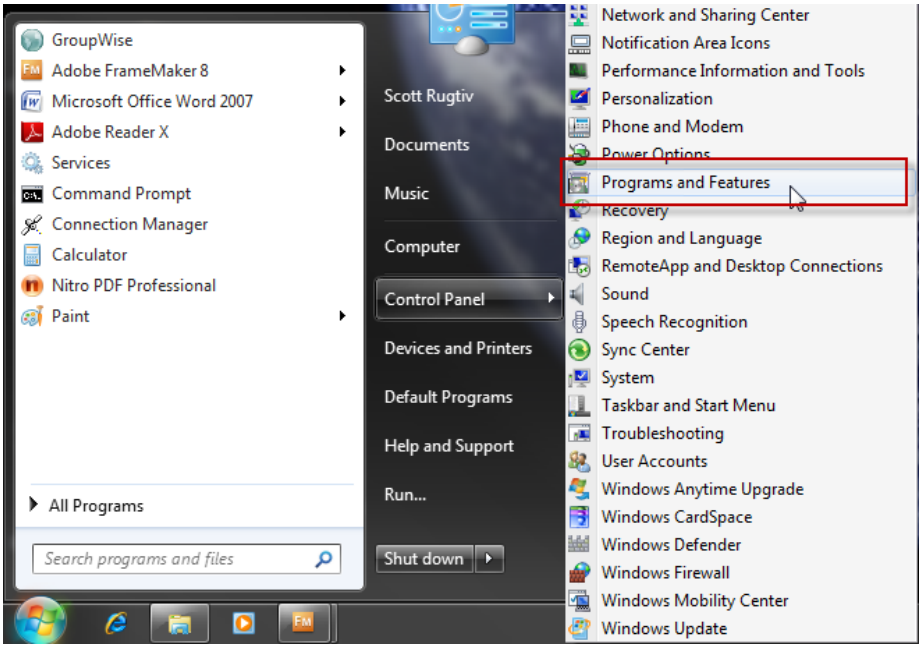

Figure 2-13 Programs and Features Control Panel
1. Uninstall the previous version of VMS by selecting **Programs and Features** from the server's **Control Panel**, as shown in figure 2-13.